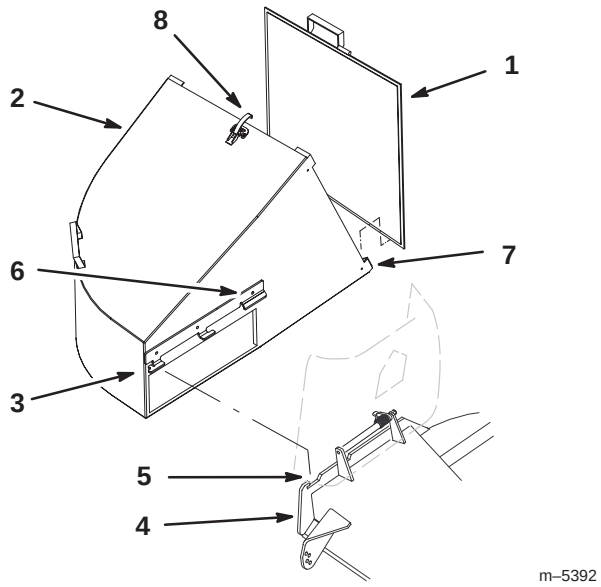

Figure 1
2. Position the front hook, on the side of the grass basket, into the front slot on the mounting bracket (Fig. 1).
3. Place the rear hook onto the mounting bracket (Fig. 1).
4. Place the bottom corners of the grass basket door into the slots on the grass basket. Secure the door with the latch on top of the grass basket (Fig. 1).